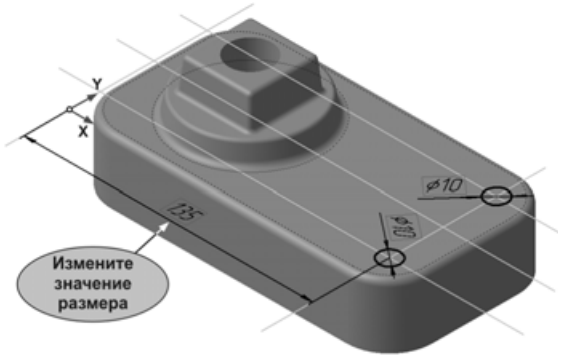

Рис. 4.31
- Выполните двойной щелчок мышью на размерной надписи параметрического размера 105 и измените его значение на 135 (рис. 4.31).